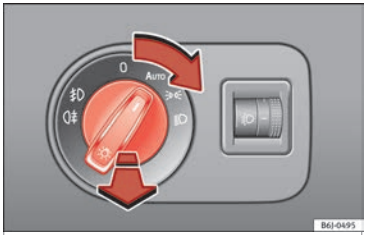

Fig. 29 Dash panel: light control.
• Turn the switch to the required position ››› **Fig. 29**. »